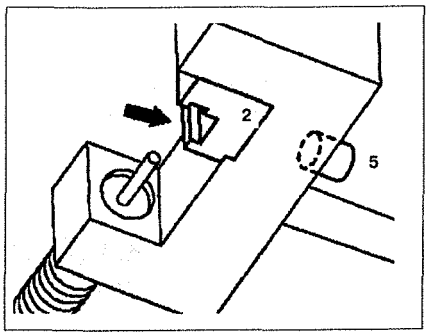

Рис. 2.87. Установите сжимающий элемент 2 в тиски (стрелка) и закрепите ее винтом 5.
6. Установите сжимающий элемент **2** в тиски **(стрелка)** и закрепите ее винтом **5** (см.рис.2.87).